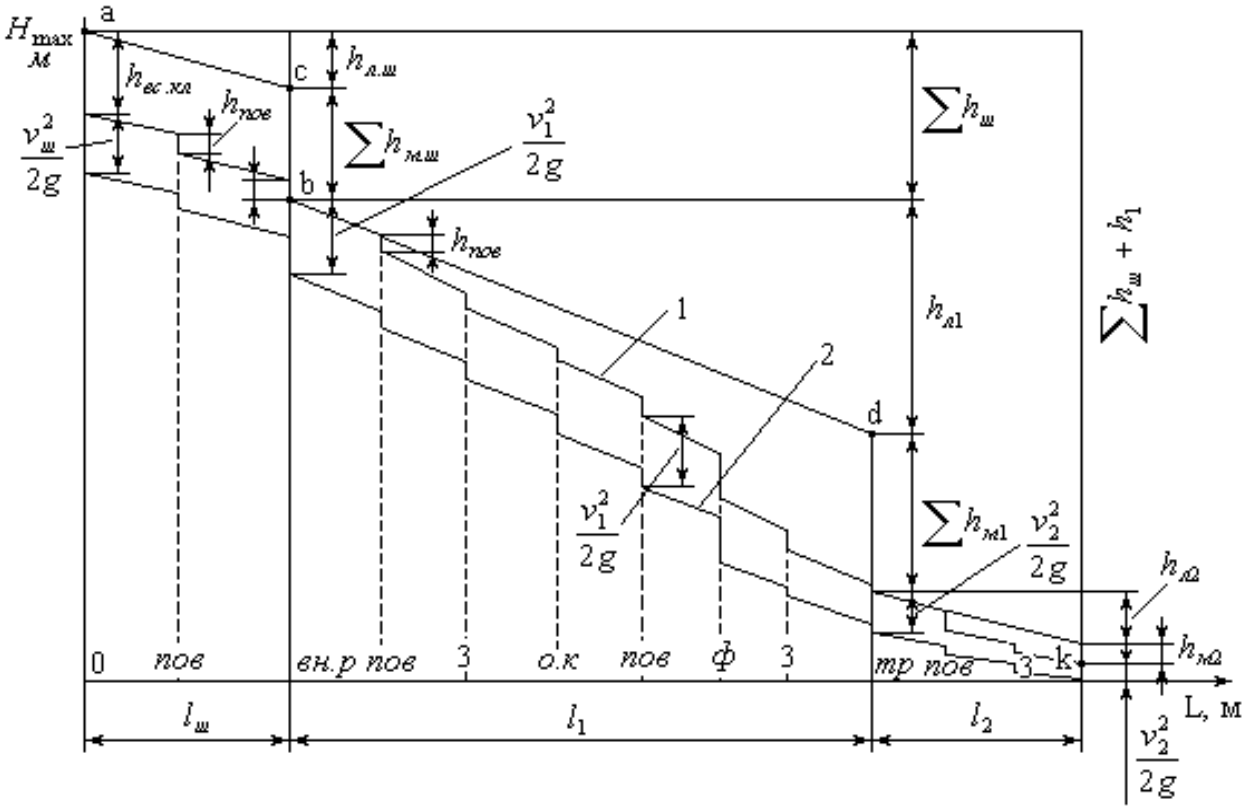

Рис. 1. Построение пьезометрической линии.
Расчетно-графическая курсовая работа должна быть оформлена в виде пояснительной записки, включающей в себя текст, соответствующие рисунки и графики на стандартном листе писчей бумаги формата А4 (210х297). Записка должна иметь титульный лист, выполненный по образцу, указанному в прилож.1. После титульного листа следует поместить исходные данные варианта, приведенные в табл.1,2 и чертеж расчетной гидравлической схемы (см. рис.1) со всеми обозначениями и с указанием
(см.рис.1).
1. Произвести аналитический и графоаналитический расчеты времени опорожнения сливной цистерны (рис.1) и сравнить результаты, полученные обоими методами.